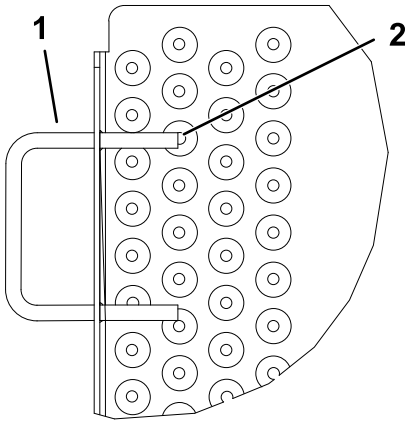
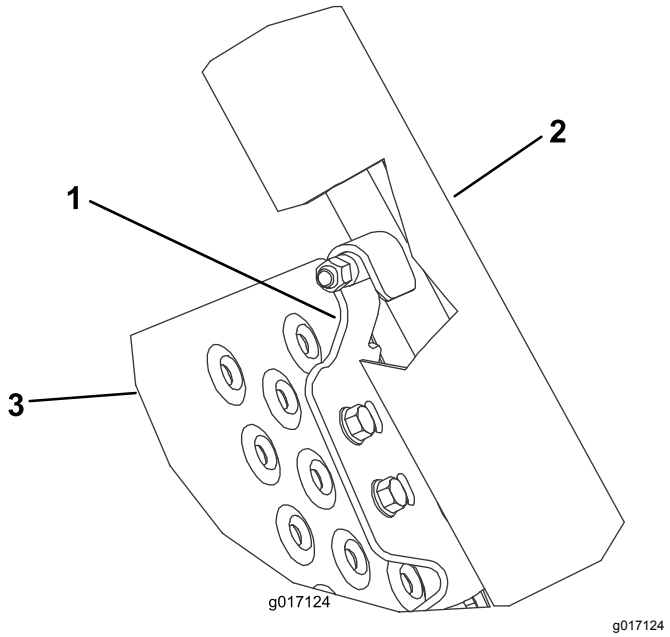

Figura 3
Figura 4
6. Posicione um suporte de bloqueio do kit em cada lado da rampa de forma a que alinhe com o lado inferior das rampas de carga, engate com os pinos revestidos nas rampas de carga e alinhe com os furos na rampa (Figura 4). Utilize apenas um par de furos de montagem por suporte de bloqueio.
Nota: Se a pega da rampa interferir com o fixador de montagem do suporte de bloqueio, amole a extremidade da pega para expor o furo, como necessário (Figura 3). Retoque a pintura.
8. Eleve e bloqueie a rampa. Ajuste os suportes de bloqueio de forma a que engatem nos pinos e aperte os parafusos e porcas (Figura 3 e Figura 4).